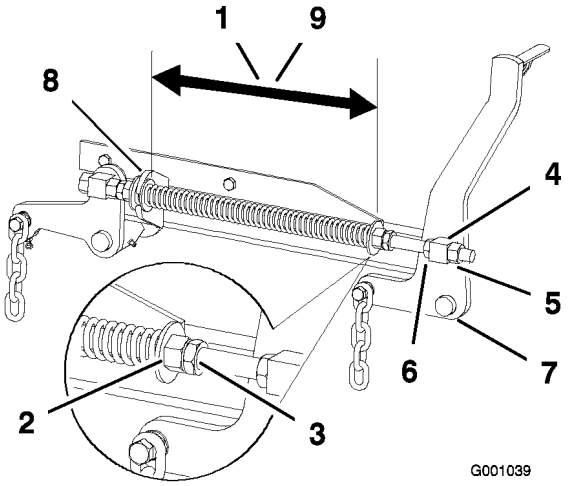

Figur 75
2. Kontroller afstanden mellem de to store skiver. Den skal være 28,2 cm til 52 tommers plæneklipperskjolde og 26,7 cm til 60 tommers plæneklipperskjolde (Figur 75).
3. Juster denne afstand ved at løsne fjederkontramøtrikken og dreje møtrikken foran hver fjeder (Figur 75). Når møtrikken drejes med uret, forkortes fjederen. Drejes den mod uret, bliver fjederen længere.
4. Lås møtrikken på plads ved at spænde fjederkontramøtrikken (Figur 75).